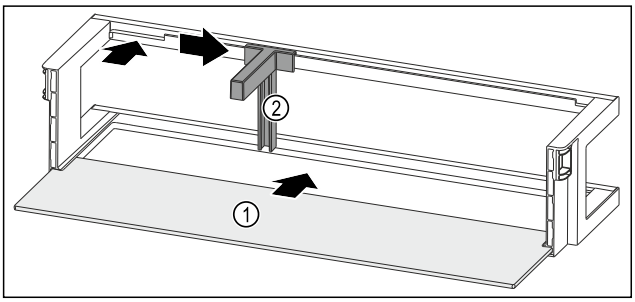

Fig. 214 Raft montat pe ușă cu raft
▶ Împingeți în interior raftul *Fig. 214 (1)* în degajările laterale.
▶ Introduceți suportul pentru sticle *Fig. 214 (2)* în degajare.
▶ Împingeți în lateral suportul pentru sticle *Fig. 214 (2)* în poziția dorită.